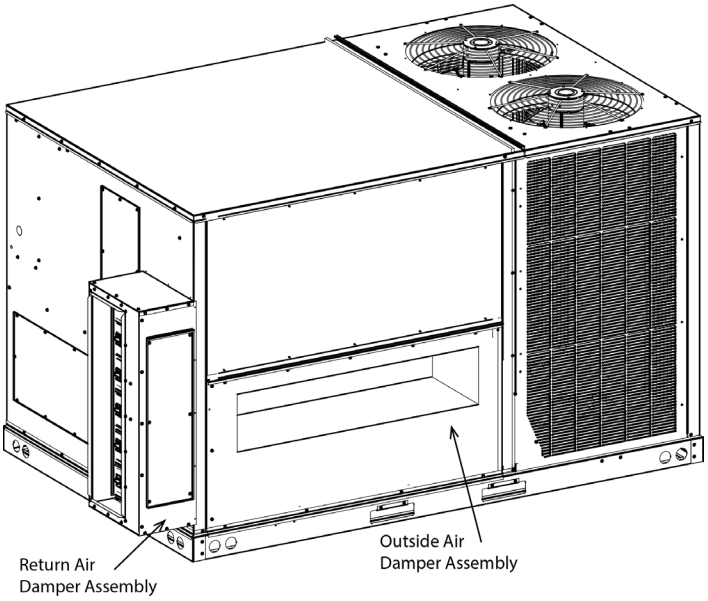

Figure 12 - Medium Damper Assemblies
5. Mount the return air damper assembly and the outside air damper assembly to the unit using screws removed in steps 3 and 4 (see Figure 12).